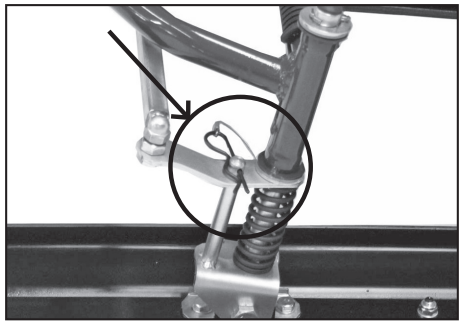

Рис. 12
2. Зафиксируйте лыжу защелкой (*рис. 12*).